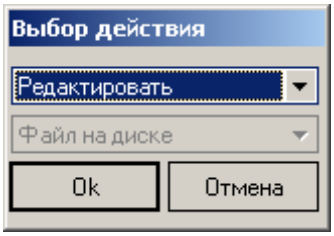
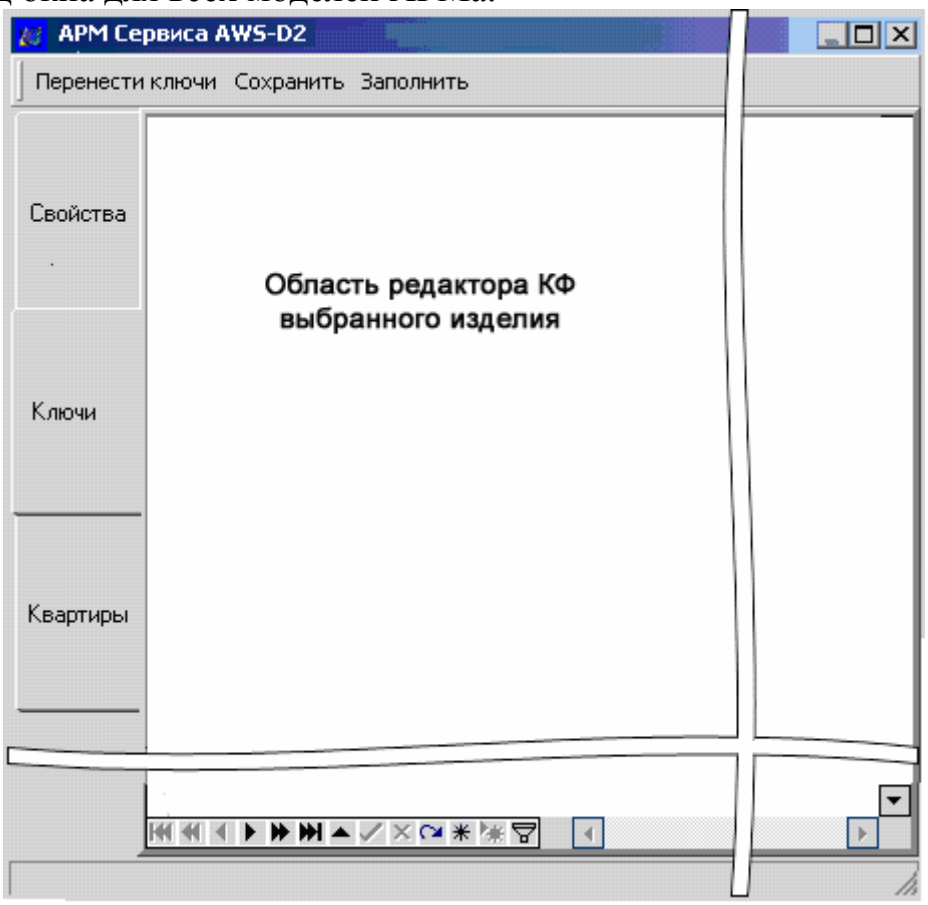

Рис.38: Окно «выбор действия» над КФ.
Рис.44 Общий вид окна редактирования параметров всех моделей.
Далее нужно кликнуть левой кнопкой мыши область «...» и на экране появиться диалоговое окно рис. 38.
1. *Для редактирования КФ* выбирать в верхнем выпадающем списке «Редактировать» и нажать «Ок» *(рис.38);
Необходимо открыть таблицу «База изделий», выделить из неё нужную запись, открыть окно редактирования КФ (рис.38) и выбирать в нем вкладку «редактировать». В зависимости от модели выделенной записи, вид открывающегося окна «Редактирование параметров…» может быть разным (см. описание работы с КФ для конкретной модели). На рис.44 представлен общий вид окна для всех моделей АРМа.
Для переноса ключей из одного КФ в другой, например, для создания резервной копии ключей или при переносе ключей из одной модели в другую, необходимо открыть окно редактирования параметров для устройства, с которого необходимо перенести ключи, нажать кнопку «Перенести ключи» (рис.44) и выполнить команду «Копировать». После этого на экране появиться окно:
Нажмите на кнопку «ОК». Далее нужно закрыть текущее окно редактирования параметров, и открыть окно редактирования параметров для устройства, в которое необходимо перенести ключи. В окне редактирования нужно нажать кнопку «Перенести ключи» (рис.44) и выполнить команду «Вставить».
По окончании редактирования выбираем пункт меню «Сохранить» (рис.44). После получения этой команды АРМ проверяет на корректность введенные коды ключей и сохраняет их. Если при проверке выявлены ошибки – выделяется ошибочная запись и во всплывающем окне выдается тип ошибки. При выполнении команды «Вставить», ключи добавляются к уже имеющимся ключам в КФ.